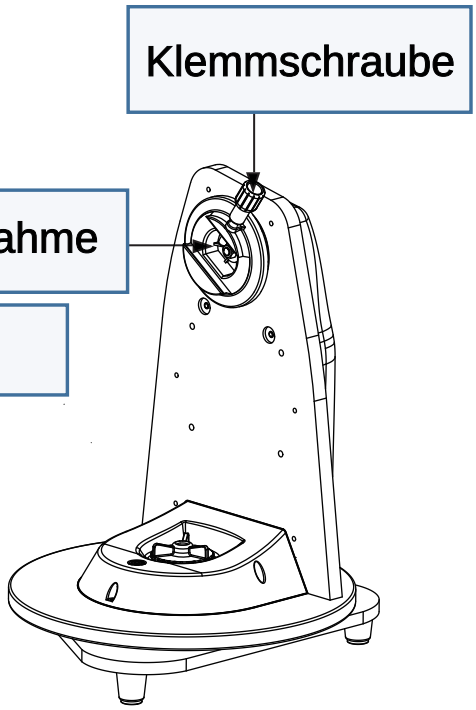

Fig. 1.1b
2. Lösen Sie die Klemmschraube der TUBUSAUFNAHME, so das Sie ungehindert die Schwalbenschwanzschiene am Tubus einführen können(Abb. 1.1b).
3. Halten Sie das Teleskop waagerecht und schieben Sie die Schwalbenschwanzstange des Teleskops in die Schwalbenschwanznut des Sattels (Abb. 1.1b).